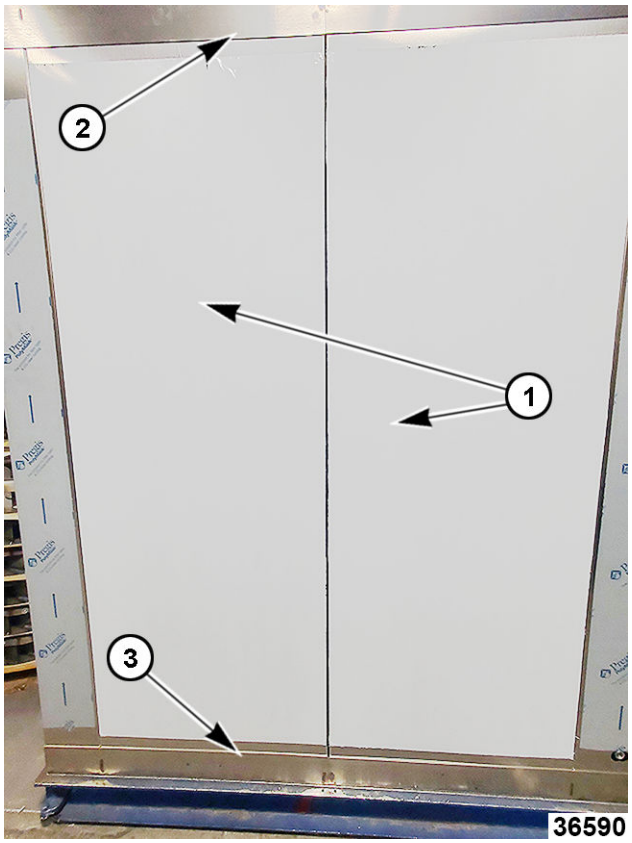

Fig. 30
A. Start top of panel (1, Fig. 30) behind top rail (2, Fig. 30) of upper frame.
B. Push the panel up until the bottom of the panel clears the bottom rail (3, Fig. 30) of the oven section frame.